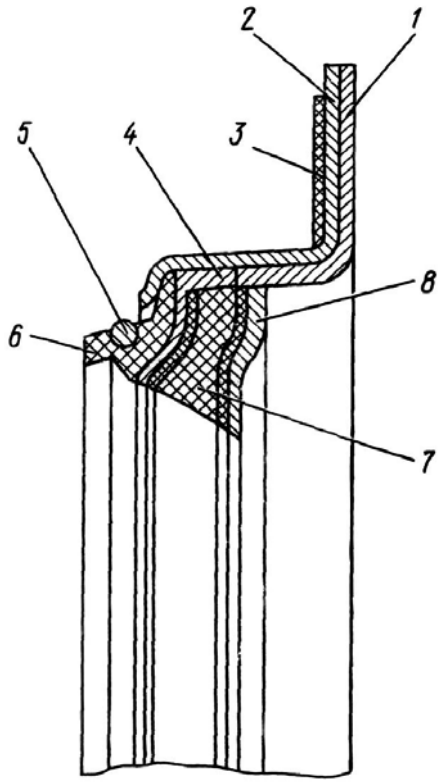

Рис.52. Уплотнительное устройство шаровой опоры:
3. Положите обойму 2 (рис.52) манжеты на верстак фланцем вниз, наденьте на обойму прокладку 3, переверните обойму манжеты и в ее углубление установите в следующем порядке детали: манжету 6, распорное кольцо 4, уплотнительное кольцо 7, нажимное кольцо 8, упорное кольцо 1.
16. Установите в паз кулака 27 резиновую заглушку 20; закрепите уплотнительное устройство 26 шаровой опоры, для чего наживив четыре равнорасположенные по окружности болта с пружинными шайбами, снимите стяжную проволоку, которой скреплены обойма 2 (см. рис.52) и упорное кольцо 1 уплотнительного устройства 26 (см. рис.44), и равномерно, крест-накрест затяните четыре болта. Вверните и затяните остальные болты крепления уплотнительного устройства, подложив под их головки пружинные шайбы.